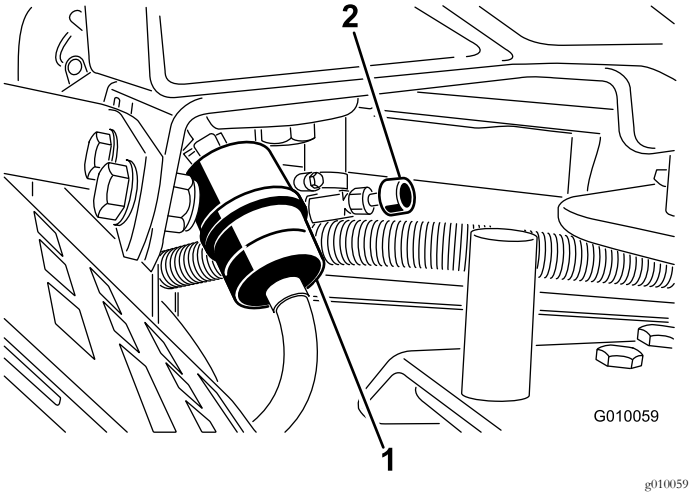

**Figur 51**
2. Steng drivstoffavstengingsventilen (Figur 51).
3. Klem sammen endene på slangeklemmene, og skyv dem bort fra filteret (Figur 51).
5. Monter et nytt filter, og skyv slangeklemmene nær opptil filteret (Figur 51).
7. Åpne drivstoffavstengingsventilen (Figur 51).
3. Løsne på drivstoffilterets slangeklemme og skyv den opp i bensinslangen, bort fra drivstoffilteret (Figur 51).
4. Dra drivstoffslangen av drivstoffilteret (Figur 51). Åpne drivstoffavstengingsventilen og la drivstoffet tømmes ut i en drivstoffbeholder eller et tappefat.
5. Sett bensinslangen på drivstoffilteret. Skyv slangeklemmen nært opptil drivstoffilteret for å feste bensinslangen (Figur 51).